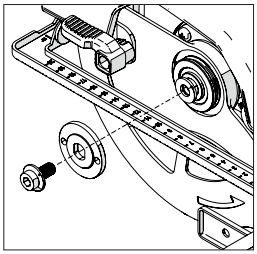

Fig. 4
- Folosind cheia imbus, slăbiți și îndepărtați șurubul cu cap semi-îngropat al arborelui, garniturile și flanșa exterioară de antrenare a discului. **(Fig. 4)**